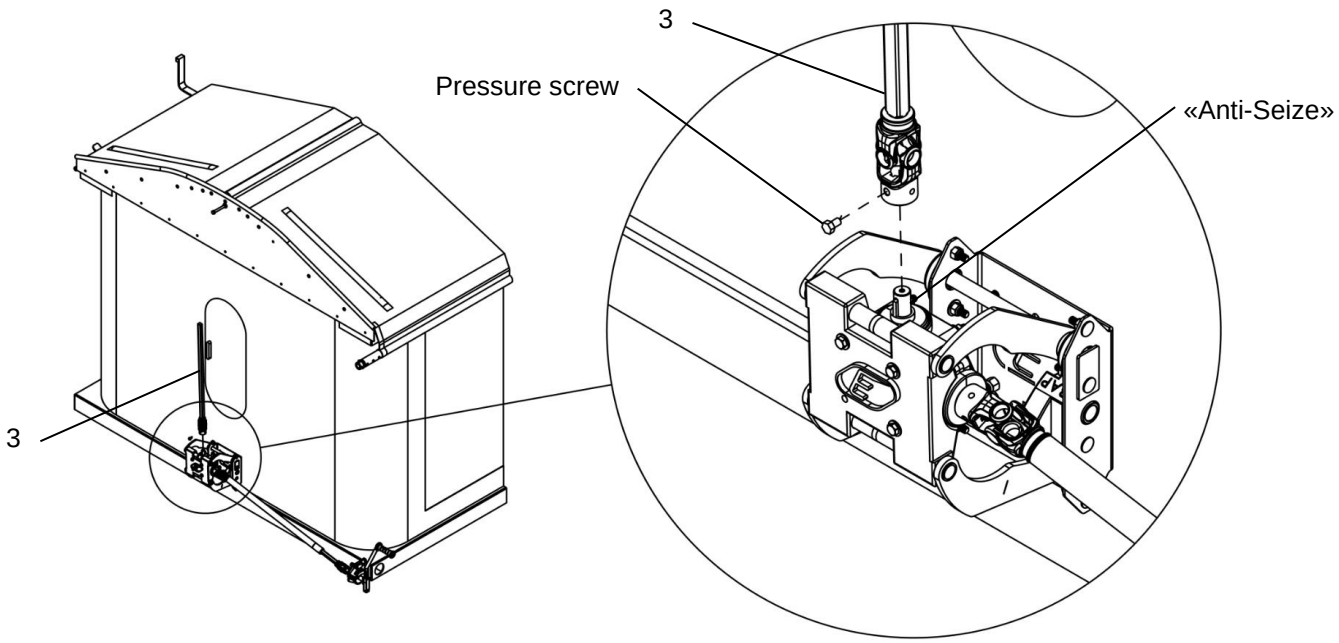

Figure 9
1. **Figure 9**. Apply *Anti-Seize* on the extremity of the central gearbox.
2. Connect the Interior tube (3) to the gearbox.